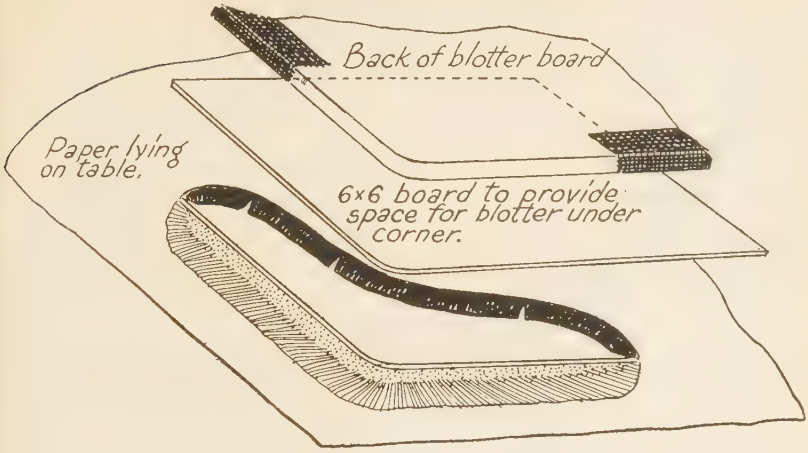

FIG. 126—PLACING THE CORNERS, SPACE BOARDS AND BASEBOARD IN POSITION TO AFFIX CORNERS
2. Above each corner, lay one of the 6″ x 6″ pieces, with its rounded corner just over the rounded corner of the four individual corner boards. (Fig. 126.)
3. Next, lay the large blotter board *lined-out side down* on top of these four board pieces. Move each pair of corners and boards until each are exactly under the other. (Fig. 126.)